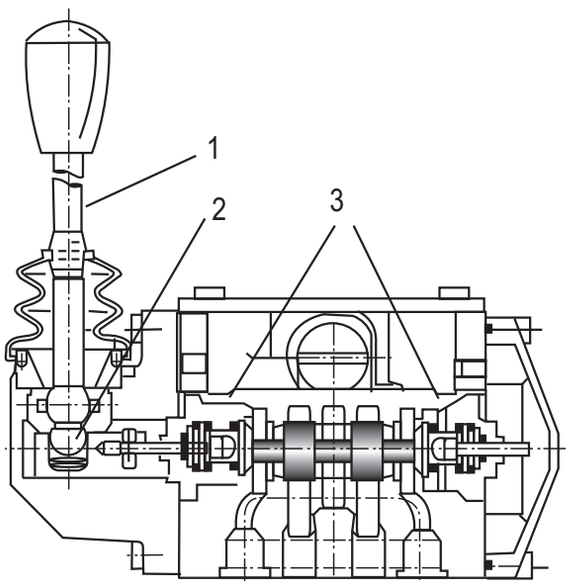

Fig. 19 Válvula direccional de accionamiento Manual
En la Fig. 19 se ha representado el accionamiento del pistón de mando mediante palanca manual (1). El pistón siempre está firmemente unido al mecanismo de accionamiento y sigue el movimiento de éste. El retorno del pistón se alcanza mediante resortes (3), los cuales, al no haber fuerza de accionamiento, empujan al pistón a su posición inicial.